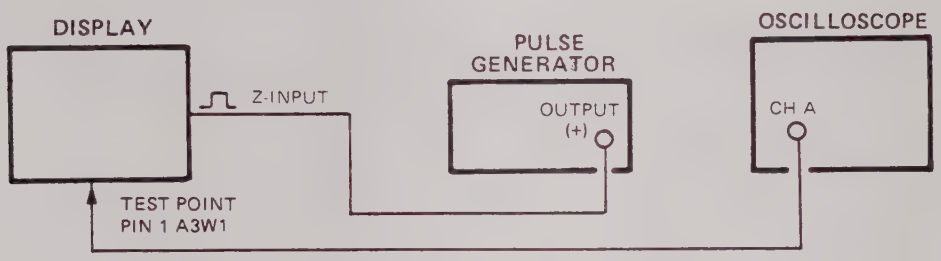

Figure 5-3. Z-amplifier Gain and High Frequency Adjustment Test Setup
d. Connect equipment as shown in figure 5-3.